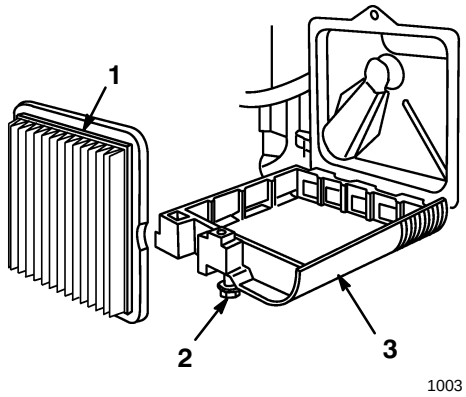

**Figure 19**
3. Loosen the screw that secures the air filter cover to the engine (Fig. 19). Tilt the air cleaner cover down and clean the cover thoroughly.
4. Remove and discard the paper air cleaner filter (Fig. 19).